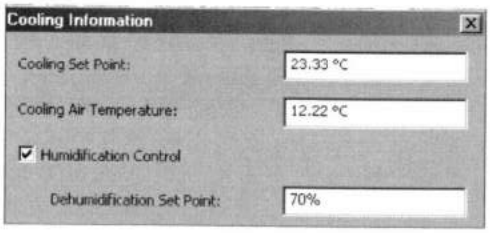

Рис. 38.12. *Настройка температуры охлаждения*
- **Cooling Information** (Информация по охлаждению) – данные по охлаждению зоны, представляемые в одноименном боксе (рис. 38.12), который открывается кнопкой **Edit** в строке данного параметра: